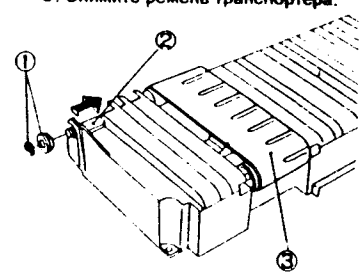

Рис. 4 NZM-0046
9. (Рис. 4): Снимите ремень транспортера.
①. Снимите E-клипсу, а затем ремень транспортера.
②. Выньте вал.
③. Снимите ремень транспортера.